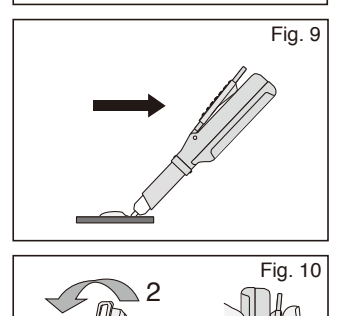

Fig. 9
c) Presionar la palanca mientras se mueve el cartucho y el aplicador hacia atrás (Fig. 9).Mantenga presionanda la palanca (Fig. 10-1) cortar el material que sale de las puntas del cartucho moviendo el cartucho y el aplicador en posición vertical sobre el bloque de mezcla (Fig. 10-2).
c) Druk de hendel in terwijl u de cartridge en de dispenser naar achteren beweegt (fig. 9). Houd de hendel ingedrukt (fig. 10-1), breng het geëxtrudeerde materiaal in een horizontale laag aan en snijd het bij de cartridgetips af door de cartridge en dispenser naar een verticale positie op het mengblok te bewegen (fig. 10-2).